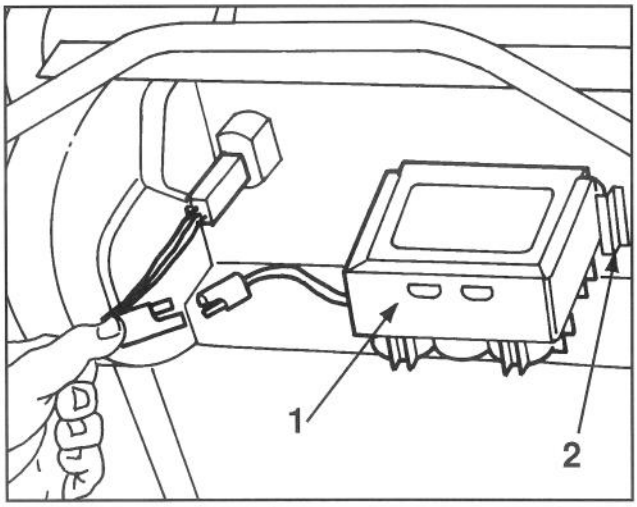

Abb. 28
1. Den Motor abstellen und die Kabel von der Batterie trennen (Abb. 28).